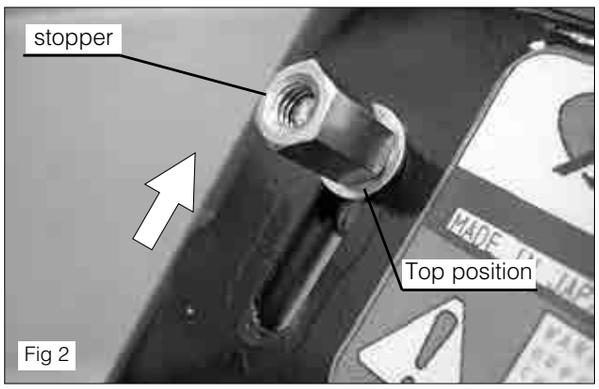

Fig 2
(2) In order to perform full throttle , lose the stopper and remove to the top position.(see fig 2)